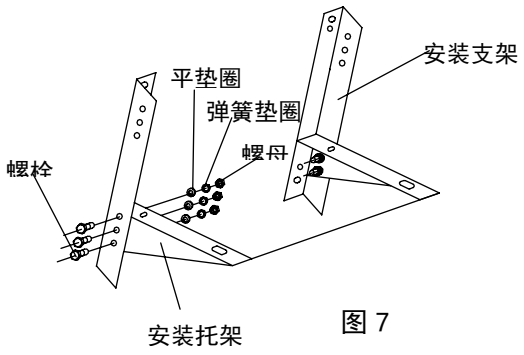

图 7
1. 用另购的 6 颗 M12×25 的螺栓及与之相配的平垫圈、弹簧垫圈和螺母将安装支架和托架组装在一起（如图 7 所示)。